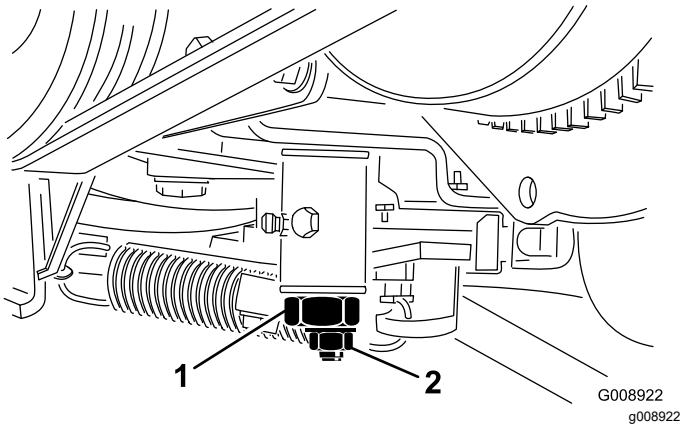

Figura 57
4. Desaperte a porca de bloqueio no excêntrico de tração (Figura 57).